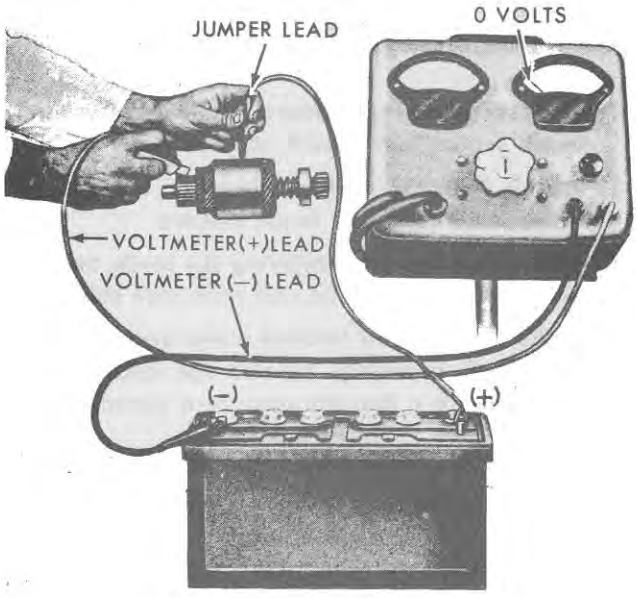

Figure 35
1. **4½-Inch Starting Motor:** Complete steps 1 through 7 of the disassembly procedure, page 32, and refer to Figure 35 when performing the test.